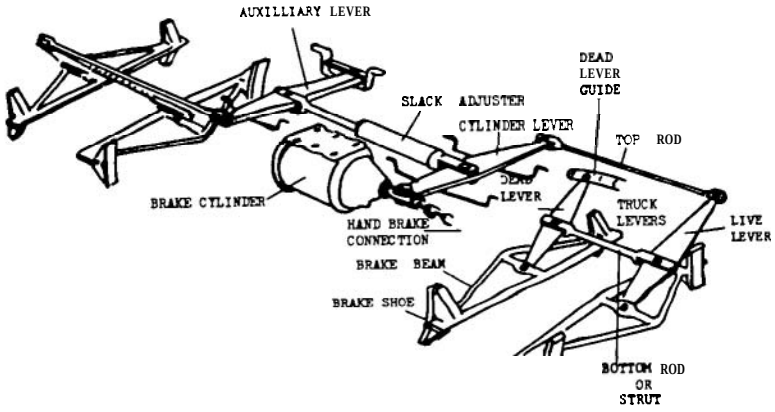

Figure 8. Conventional Brake Rigging Body Mounted Cylinder
2. The brake cylinder contains a piston connected to the brake rigging, shown in Figure 8. When sufficient air is admitted to the brake cylinder the piston moves against the pressure of a coiled spring anchored at the conical end inside the cylinder, to apply the car brakes through the system of levers, comprising the brake rigging. When air is exhausted from the brake cylinder the coiled spring returns the piston to its rest position thereby causing the car brakes to be released.